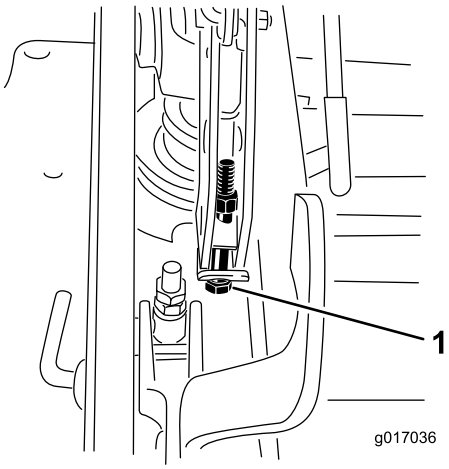

Figur 88
13. Om däcket är för lågt drar du åt enkelpunktjusteringsskruven genom att vrida den medurs. Om däcket är för högt lossar du på enkelpunktjusteringsskruven genom att vrida den moturs (Figur 88).